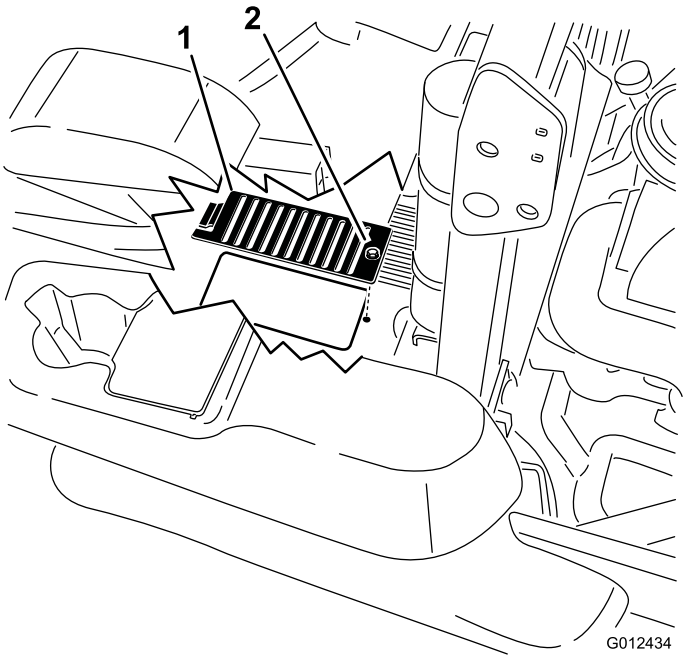

Figur 70
6. Ta bort skyddet och dess bult ovanför varje oljesticka. Rengör runt varje oljesticka och hydraulenhet (Figur 70).